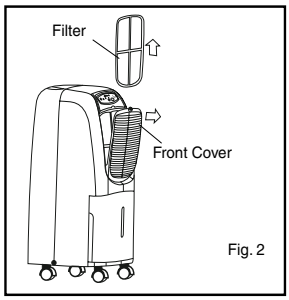

Fig. 2
1. Tilt the front cover forward to expose the fiter. Grasp the filter handle, and pull the filter upwards to remove. The filter will slide out easily. See Fig. 2